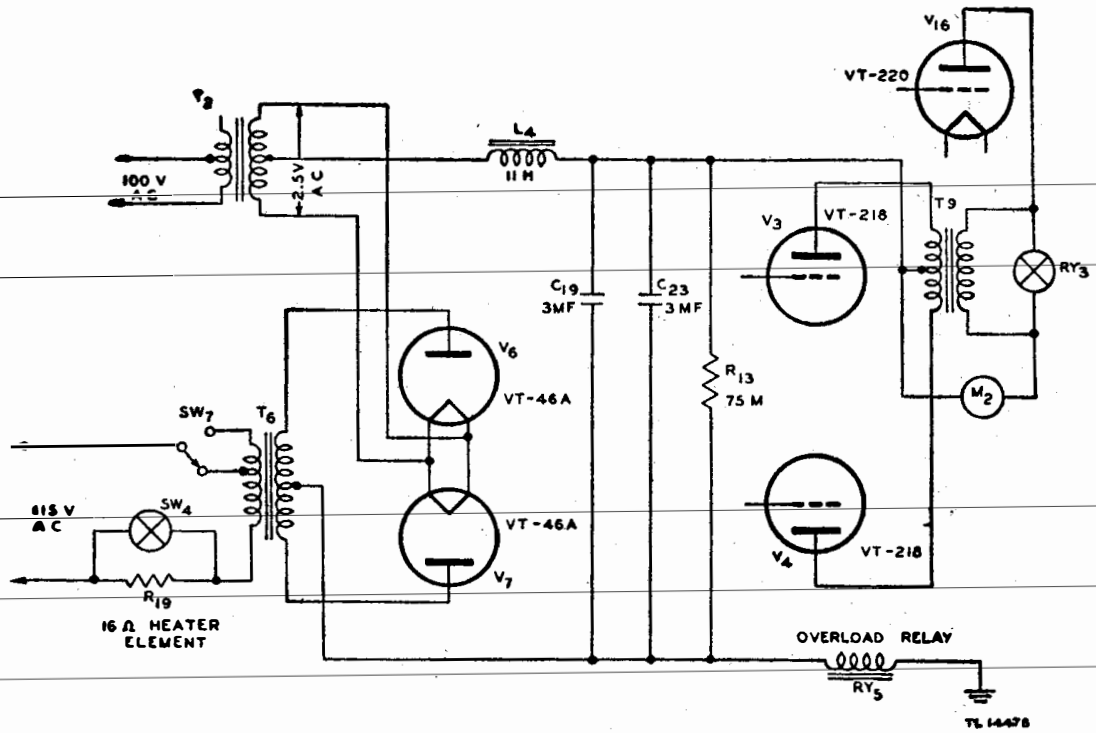

Figure 65. High-voltage power supply—functional diagram.
c. High-voltage Power Supply (fig. 65). The high-voltage power supply furnishes d-c plate voltage for modulator tubes V_3 and V_4, and p-a tube V_{16}. Tubes V_6 and V_7 (Tubes JAN–866A (VT–46A)) are connected in a full-wave rectifier circuit. Transformer T_2 furnishes filament current to the rectifier tubes; transformer T_6 furnishes the high a-c voltage to the rectifier plates. The rectified high voltage is applied to an L-section filter consisting of filter choke L_4, and filter capacitors C_{19} and C_{23} in parallel. Resistor R_{13}, the bleeder resistor, is connected across the output of the power supply and serves to discharge capacitors C_{19} and C_{23} when the power is turned off. Switch SW_7, the C.W.-PHONE switch, reduces the voltage applied to the plates of the rectifier tubes during phone operation. Switch SW_4 is the HIGH VOLTAGE PROTECT switch. When set to HIGH VOLTAGE PROTECT it connects resistor R_{19} (heater element) in series with one side of the primary of transformer T_6 to reduce the output voltage of the rectifier during tune-up
d. P. A. PLATE METER M_2 (fig. 65). P. A. PLATE meter M_2 is a 0- to 500-ma, d-c milliameter located on the front panel of the transmitter. Its purpose is to indicate the d-c plate current of p-a tube V_{16}. The meter is connected in the high-voltage plate lead to tube V_{16}, and is isolated from the radio frequency in the tank coil by r-f choke coil CH_4 and bypass capacitor C_{11}.